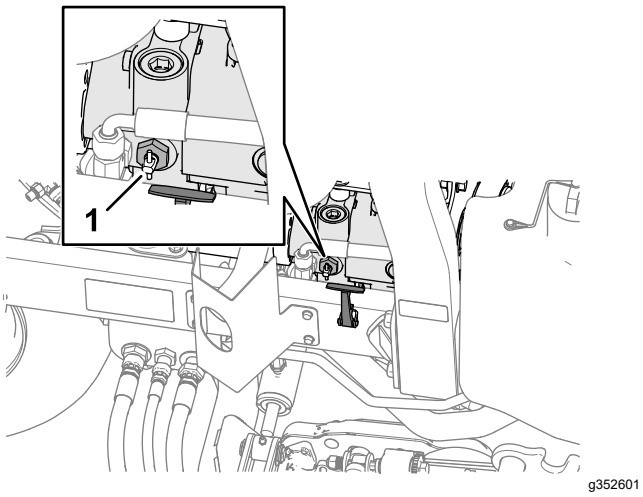

Rysunek 52
2. W pobliżu prawego zaczepu maski odszukaj rączkę zaworu obejściowego na pompie (Rysunek 52) i obróć zawór o 90°.